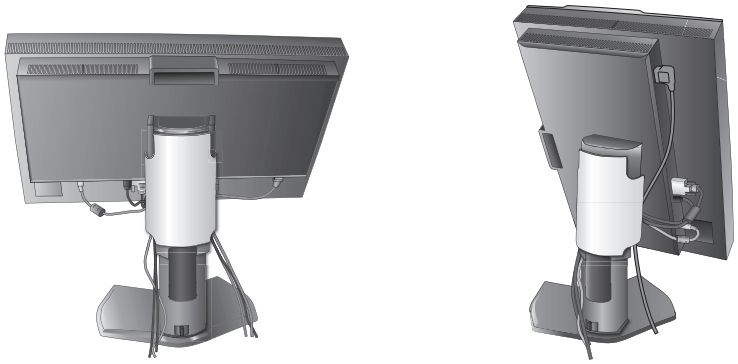

Рисунок D.1
7. Сдвиньте вниз крышку кабеля (**Рисунок D.1**).